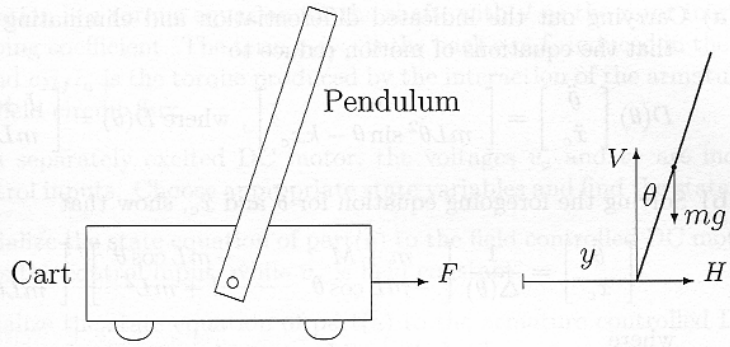

Figure 1.24: Inverted pendulum of Exercise 1.15.
1.15 Consider the inverted pendulum of Figure 1.24 [110]. The pivot of the pendulum is mounted on a cart that can move in a horizontal direction. The cart is driven by a motor that exerts a horizontal force F on the cart. The figure shows also the forces acting on the pendulum, which are the force mg at the center of gravity, a horizontal reaction force H, and a vertical reaction force V at the pivot. Writing horizontal and vertical Newton's laws at the center of gravity of the pendulum yields